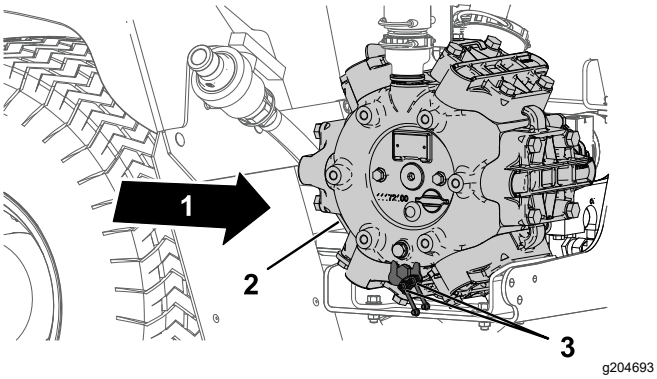

Figura 70
1. Limpie los 2 engrasadores remotos (Figura 70).
2. Bombee grasa en el engrasador remoto (Figura 70).